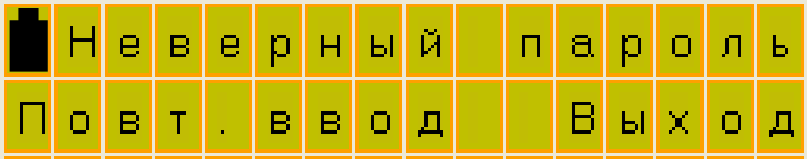

Рисунок 18
2.4.9.4 При неверно введенном пароле оператора можно повторить ввод пароля или продолжить работу (пункт **Выход**) без пароля (см. рисунок 18).